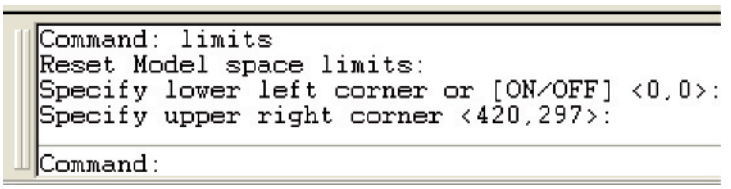

Fig. 1.23 Setting **Limits** to **420,297**
3. In the command palette *enter* **limits**, followed by a *right-click. Right-click* again. Then *enter* **420,297** and *right-click* (Fig. 1.23).